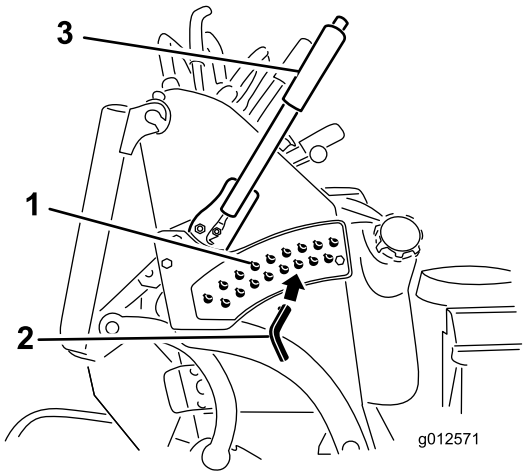

Bild 28
3. Wählen Sie ein Loch in der Schnitthöhenhalterung, das der gewünschten Schnitthöhe entspricht, und stecken Sie den Lastösenbolzen wieder ein (Bild 28).
4. Drücken Sie die Taste oben und senken Sie die Schnitthöhe auf den Stift ab (Bild 28).